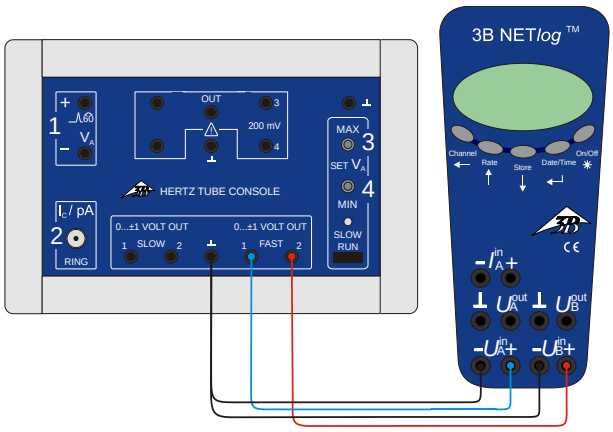

Fig. 2 Anschluss des 3B NET*log*™ an das Steuergerät für Kritische-Potenziale-Röhren
- Ausgang Fast 1 der Steuereinheit an Eingang A und Ausgang Fast 2 an Eingang B des 3B NET*log*™ anschließen. (siehe Fig. 2)